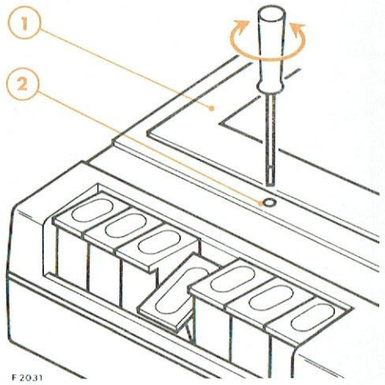

Fig. 6
A. RÉGLAGE DU POSITIONNEMENT DE LA TÊTE ENREGISTREMENT-LECTURE (Fig. 6)